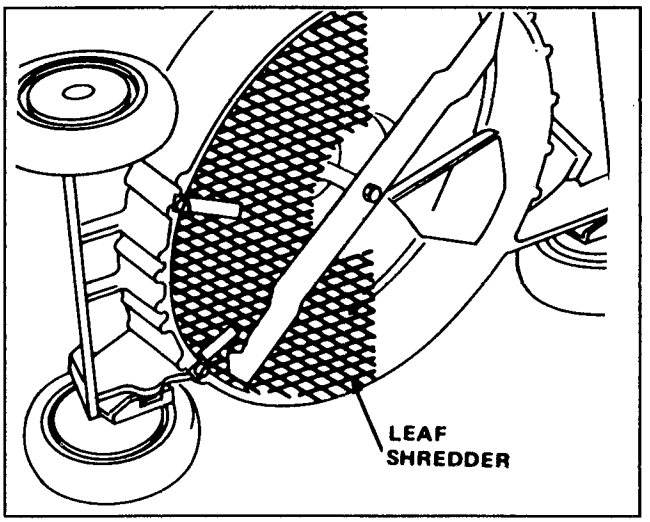

Figure 22
2. Leaf Shredder Kit, Model No. 59157—Installs on underside of mower in minutes without requiring remove of blade (Fig. 22). Shreds leaves into small pieces for clean vacuuming into grass bag and convenient disposal.